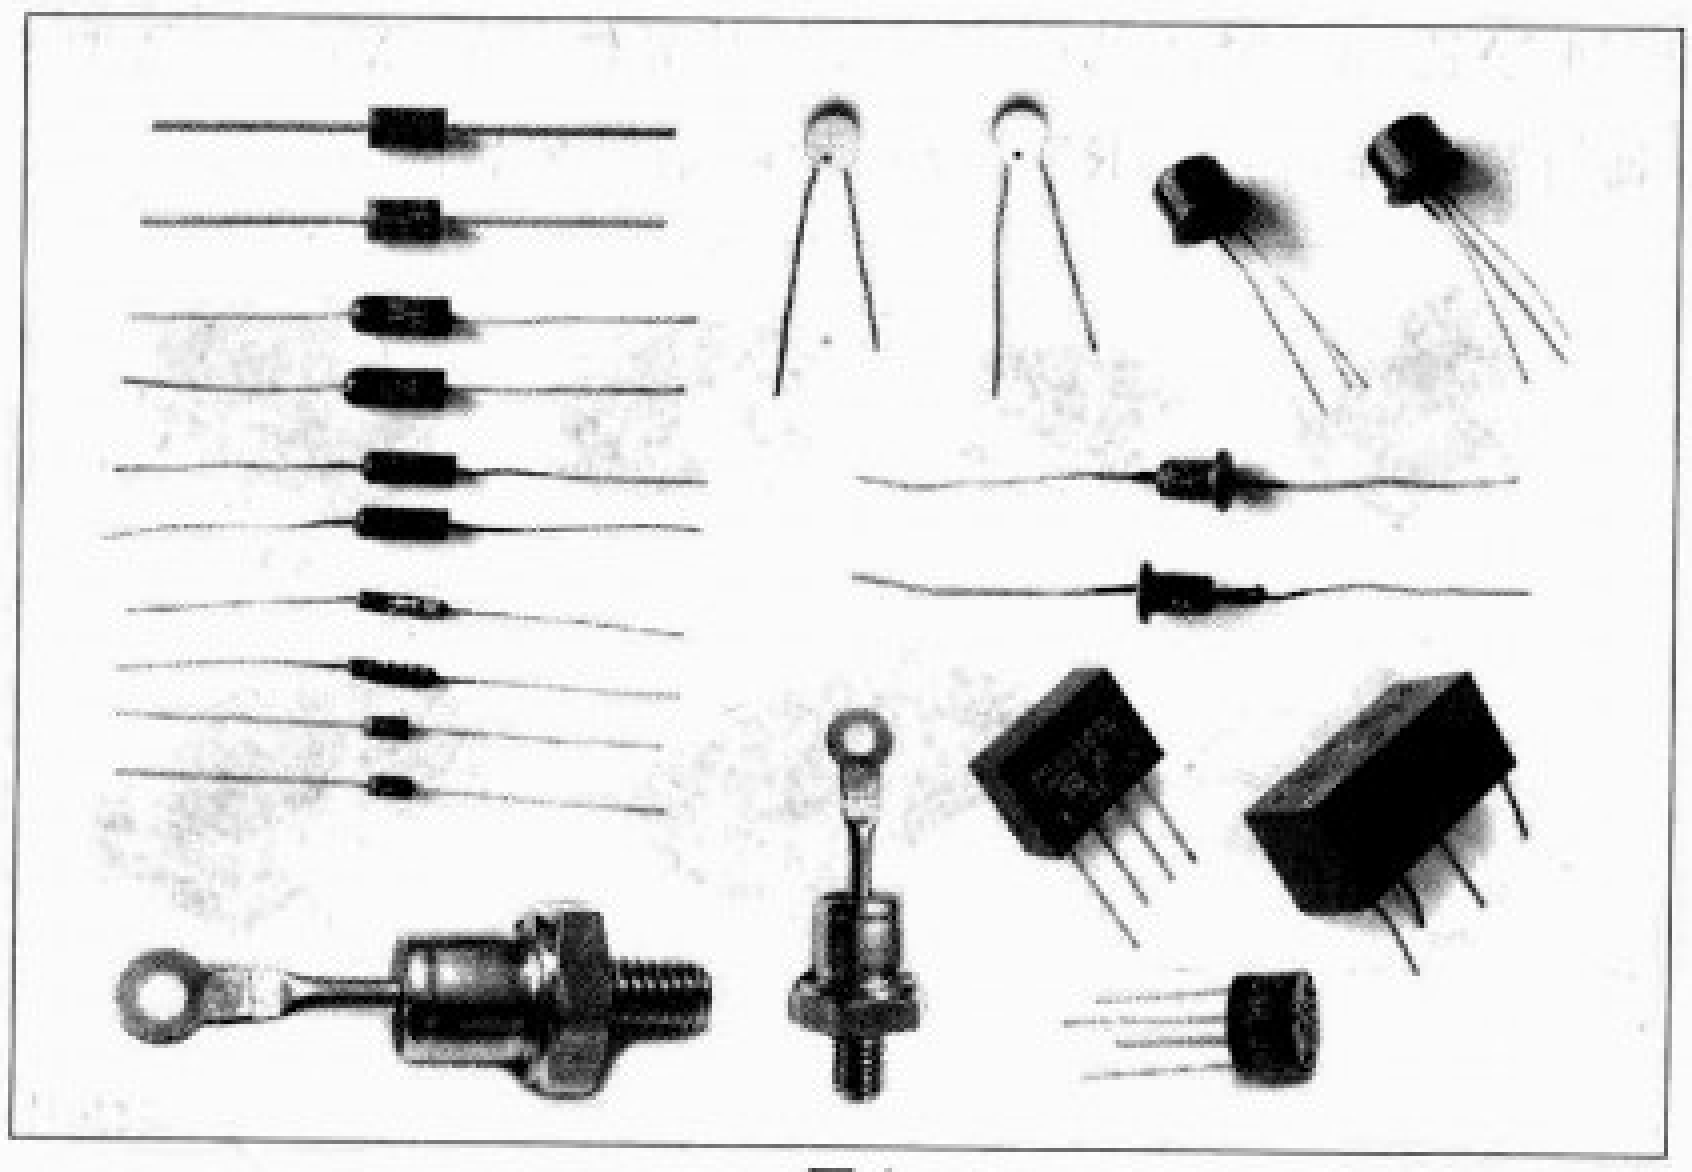

图1
1.从封装材料上看，半导体二极管的封装形式主要有玻璃封装、塑料封装、金属外壳封装、陶瓷封装和树脂封装等，如图1所示。检波二极管和开关二极管多采用玻璃封装或陶瓷封装，小功率整流二极管多采用塑料封装，大功率整流二极管多采用金属螺栓型封装，整流桥堆多采用塑料封装，稳压二极管多采用塑料封装或金属外壳封装。